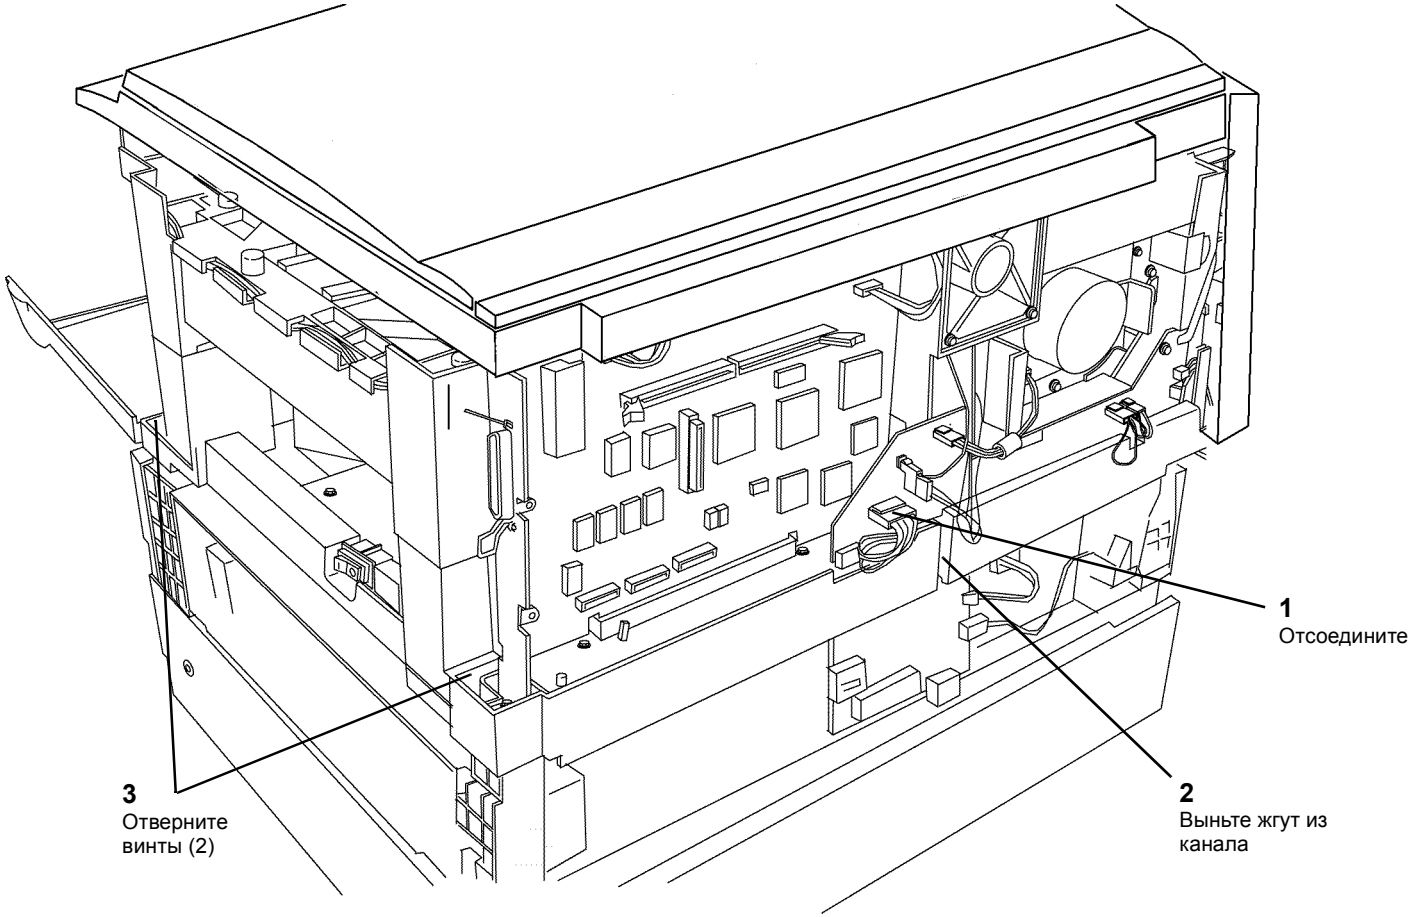

Рисунок 1 Подготовка к снятию модуля лотка 1
4. Подготовьтесь к снятию аппарата с модуля лотка 1 (Рисунок 1).